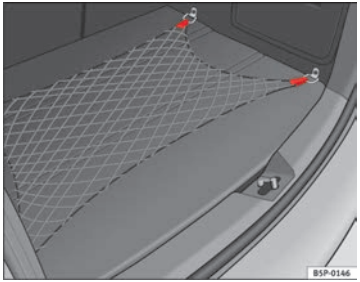

Abb. 107 Gepäckraumnetz
– Verwenden Sie zur Befestigung des Gepäckraumnetzes die seitlichen Befestigungsringe im Gepäckraum ⇒ Abb. 107.